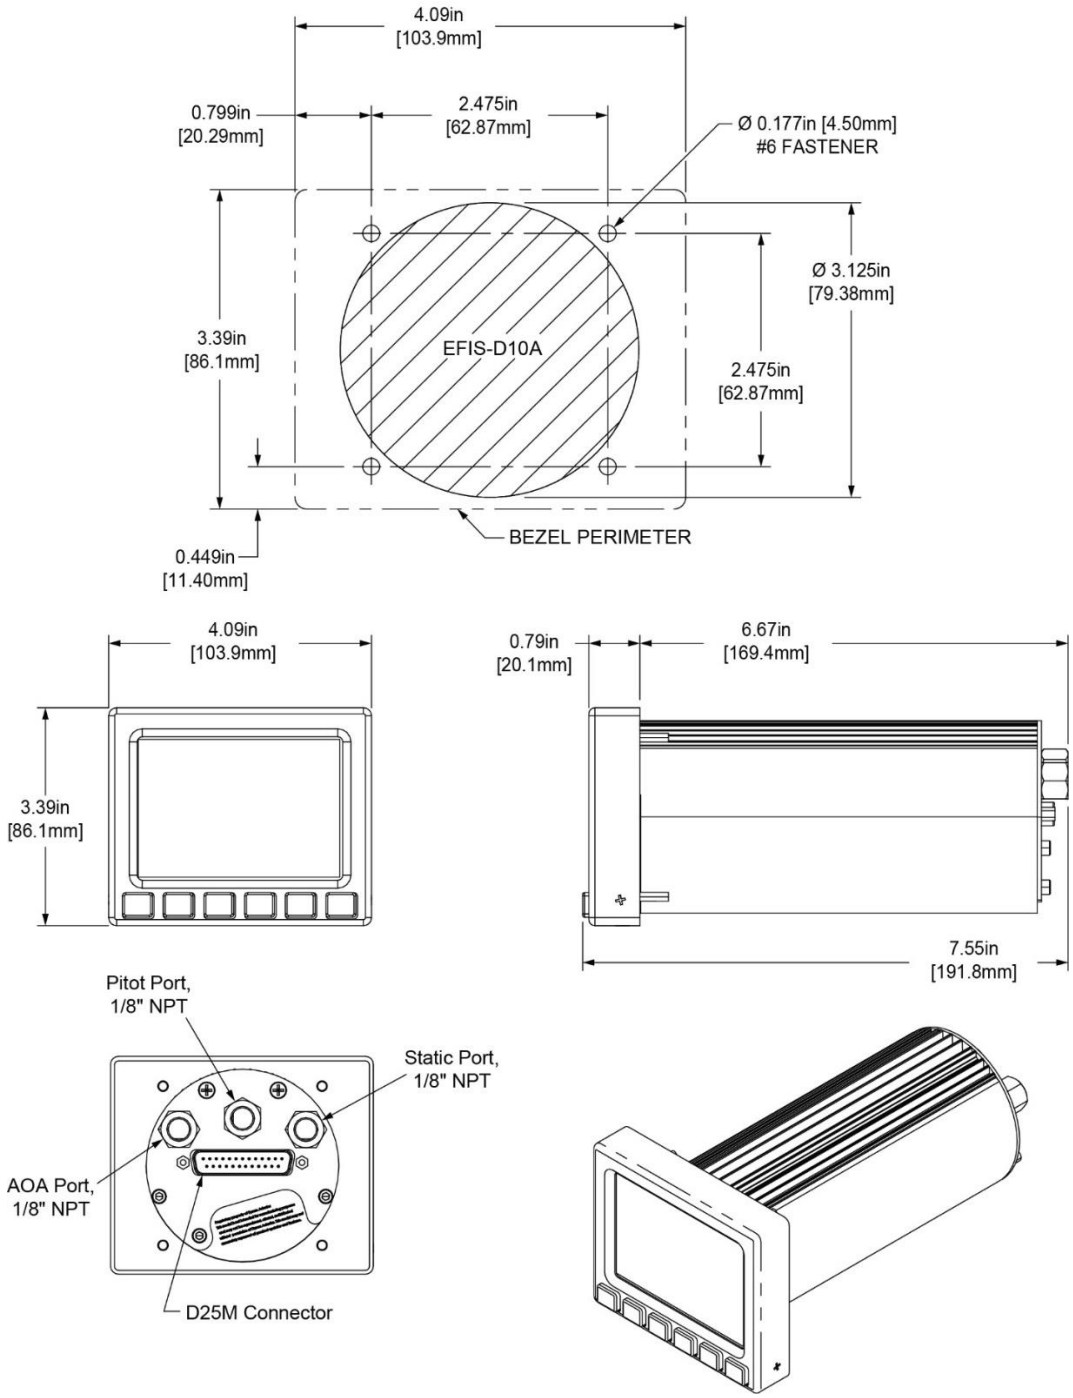

Figure 6: EFIS-D10A, Panel Cutout & Mounting Dimensions
1. Use Figure 6 as a guide to prepare instrument panel for cutting.